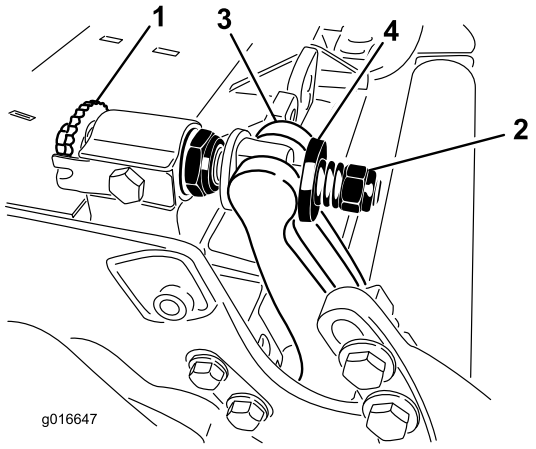

Figure 26
1. Turn bedbar adjuster screws, counterclockwise, to back bedknife away from reel (Figure 26).
2. Back out the spring tension nut, until the washer is no longer tensioned against the bedbar (Figure 26).